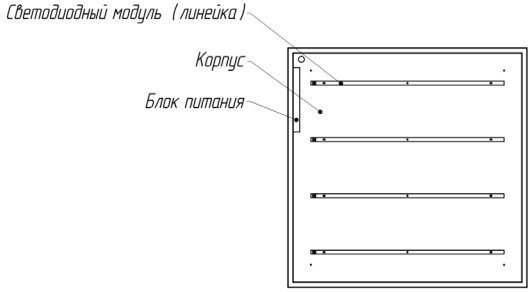

Рисунок 2.
3.2. Светильник Geniled состоит из основных частей (см. рисунок 2):